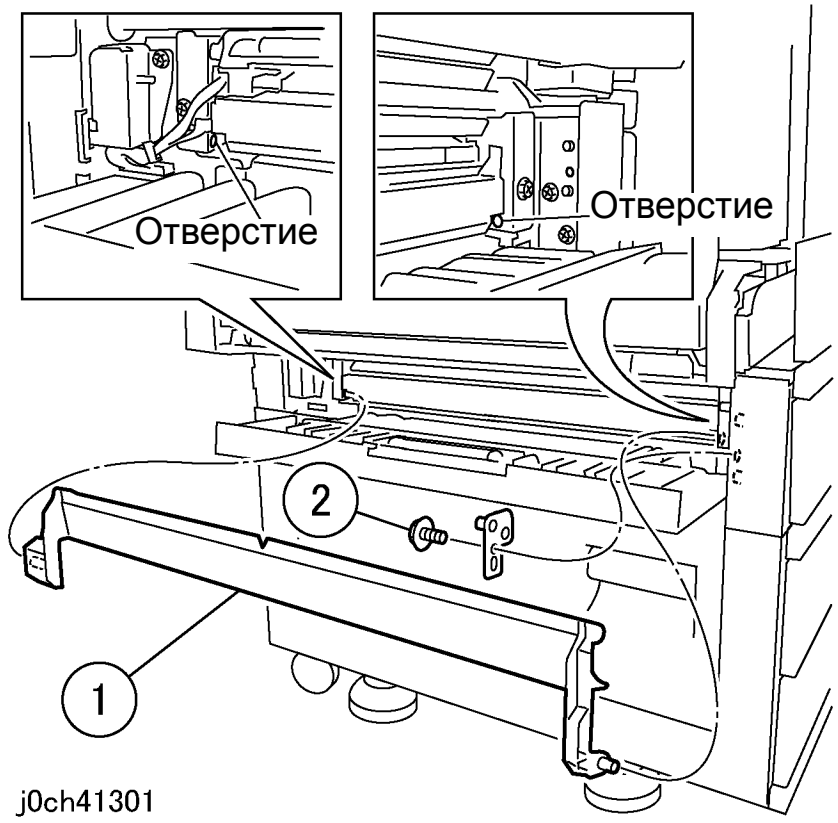

Рисунок 1 Снятие держателя (j0ch41301)
3. Снимите держатель (рисунок 1).